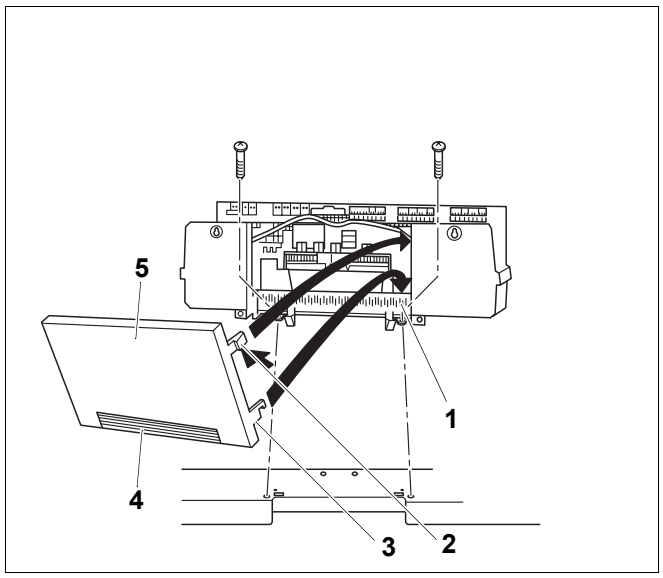

Rys. 70 Zamocowanie tylnej ścianki sterownika
W razie potrzeby można wyłamać lub wyciąć element (rys. 70, **poz. 4**) na ściance tylnej (rys. 70, **poz. 5**) przewidziany w tym celu.
– Wsunąć oba dolne haki (rys. 70, **poz. 3**) z prawej i lewej strony ścianki tylnej (rys. 70, **poz. 5**) w wycięcia w górnej krawędzi ramy do mocowania obejm (rys. 70, **poz. 1**).
– Ścisnąć oba górne elastyczne haki zaczepowe (rys. 70, **poz. 2**) lekko do środka (strzałka) i włożyć ściankę tylną (rys. 70, **poz. 5**), tak aby oba haki wskoczyły w otwory.